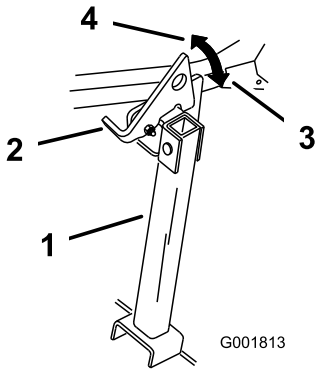

Figur 36
2. Hev spaken til ULÅST stilling (Figur 36).